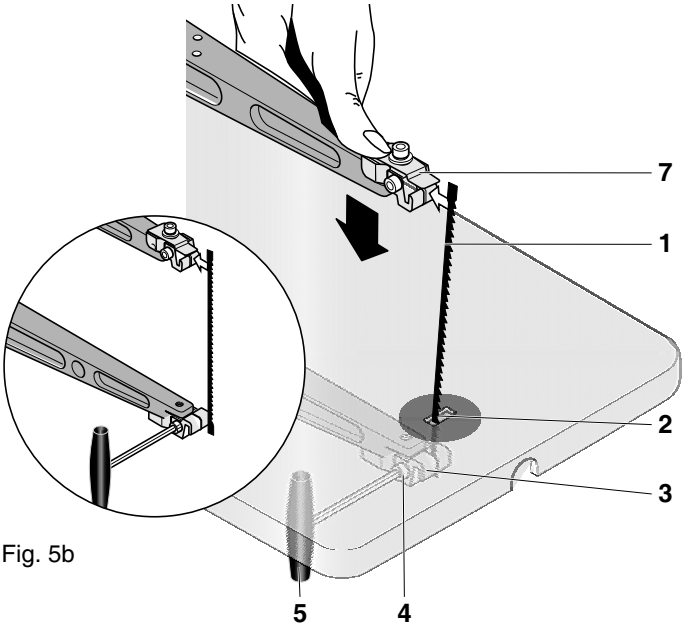

Fig. 5b
Brzeszczoty pił ze spłaszczonymi końcami (Rys. 5b)
6.7.1.2. Sägeblätter mit flachen Enden (Hand- bzw. Laubsägeblätter, siehe Fig. 5b) 9
6.7.3.2. Sägeblätter mit flachen Enden (Fig. 5b) 9